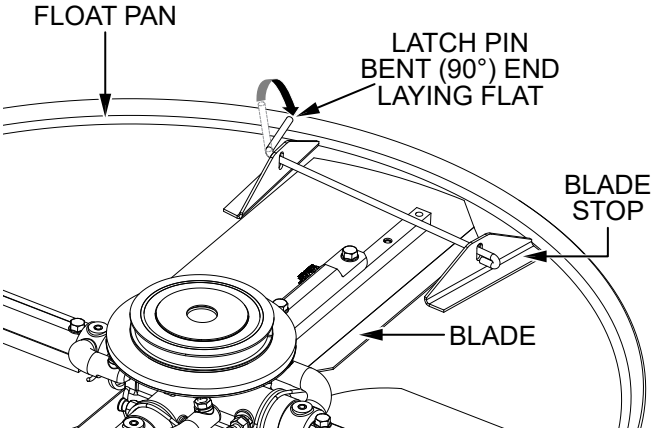

Figure 28. Latch Pin Placement
4. After it has been routed through the blade stop holes, rotate each latch pin so the end that is bent approximately 90 degrees lays flat on the surface of the float pan. See Figure 28.